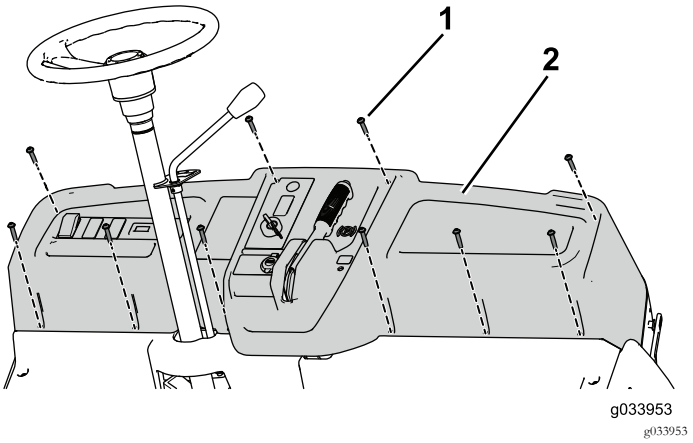

Bild 80
5. Befestigen Sie das Armaturenbrett mit den zehn Schrauben (¼" x 1¼") an der Maschine (Bild 80).